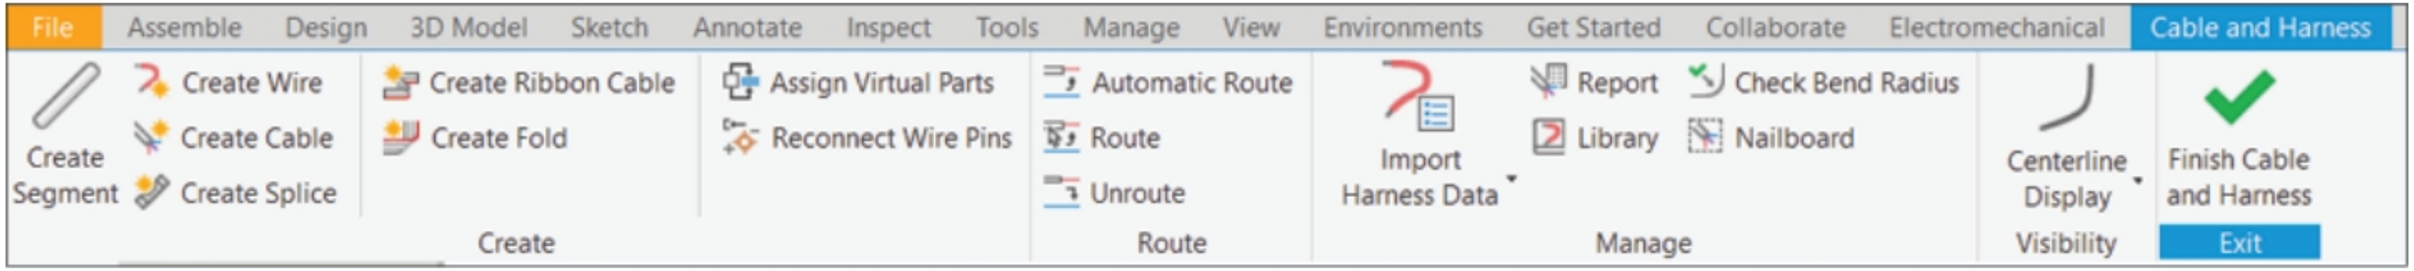

Figure-43. Cable and Harness contextual tab
- Specify desired name and location for harness model. Click on the **OK** button from the dialog box. The **Cable and Harness** contextual tab will be added in the **Ribbon** with options related to cable and harness; refer to Figure-43.